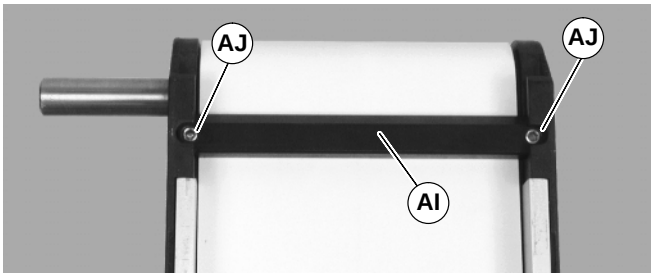

Abbildung 36
13. Untere Abstreifer, falls damit ausgestattet, entfernen (AI siehe Abbildung 36): Abstreifer installieren (AI), dann Schrauben installieren (AJ).